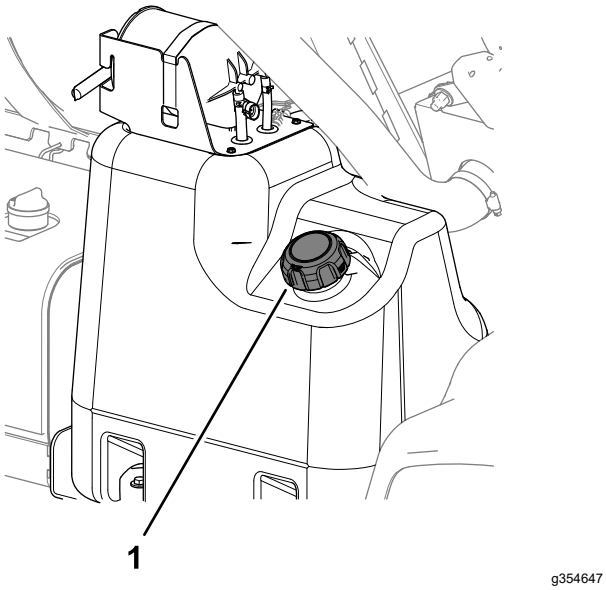

Figura 17
2. Limpie la zona alrededor del tapón del depósito de combustible (Figura 17).